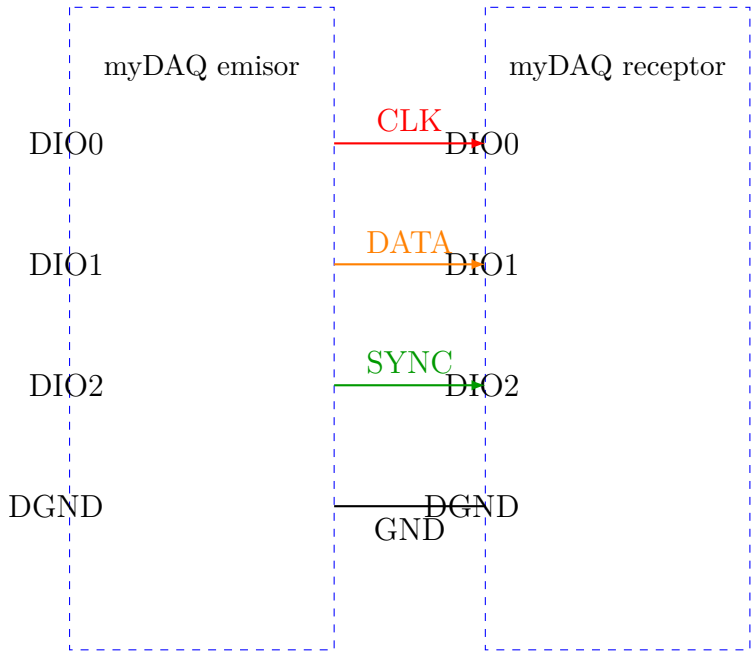

Figura 4.1: Enlace serial síncrono entre dos NI myDAQ usando DIO0 como reloj, DIO1 como datos y DIO2 como sincronismo.
b. Conecte ambas estaciones mediante un enlace serial síncrono de baja velocidad tal y como se indica en la Figura 4.1. Utilice la siguiente asignación de líneas digitales: